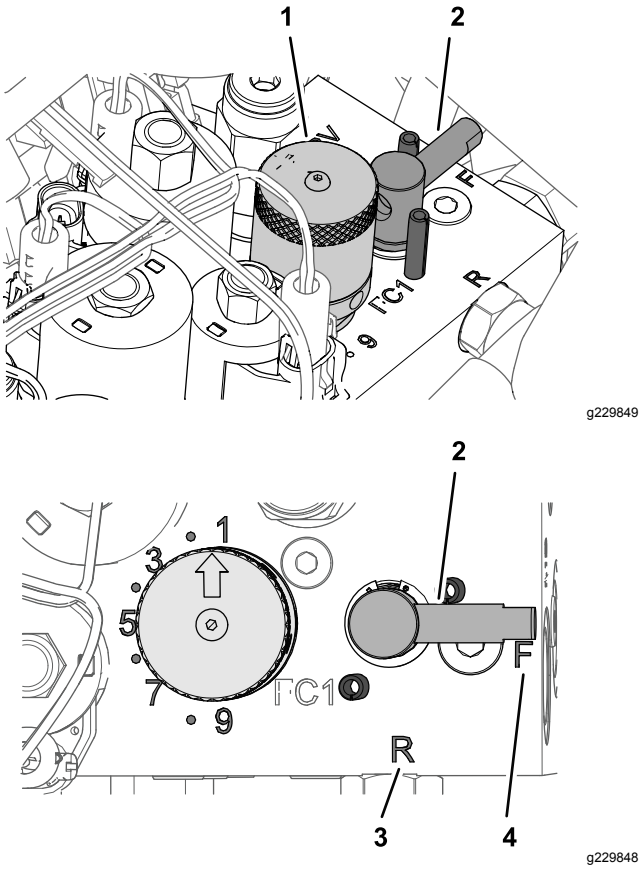

Figur 55
4. Drei slipespaken til stillingen R (Figur 55).
5. Drei spolehastighetskontrollen til innstilling 1 (Figur 55).